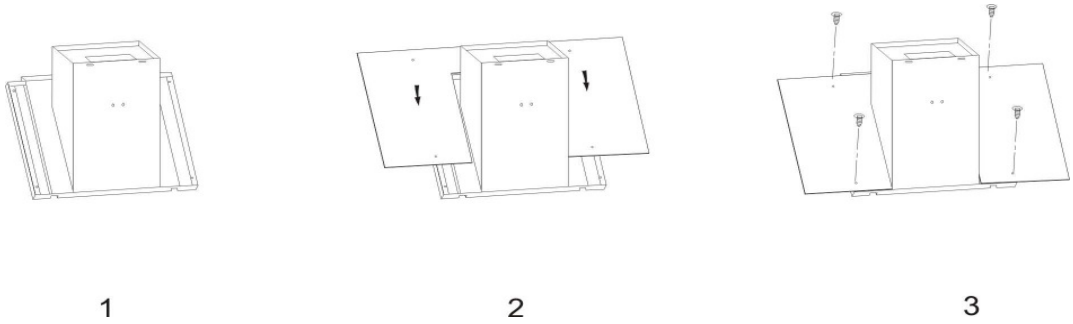

Abb. 3
- Vor dem Einhängen dem Einhängen der Dunstabzugshaube wird das Decorglas auf dem Haubenkörper befestigt (Abb. 3)